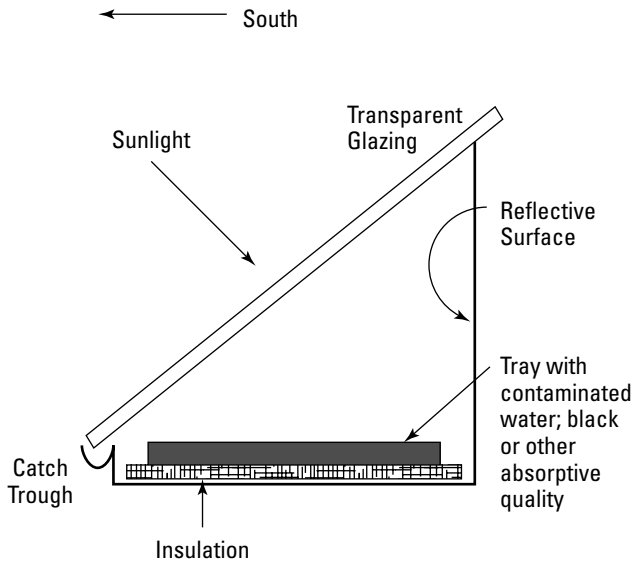

Figure 10-5: A cross-section of a solar still, or water purification system.
Here's a great bite-sized solar project for the do-it-yourselfer. Not only can you build a solar water-purification system such as the one in Figure 10-5, but you can also design it. Designing is just as much fun as building, and it's more rewarding because the system's entirely yours (unless it doesn't work, of course — then you need to figure out how to blame somebody else).
- A wooden (or even better, sheet metal) enclosure as shown in Figure 10-5; if you want to get imaginative, find a good metal box and cut a hole for the glaze cover